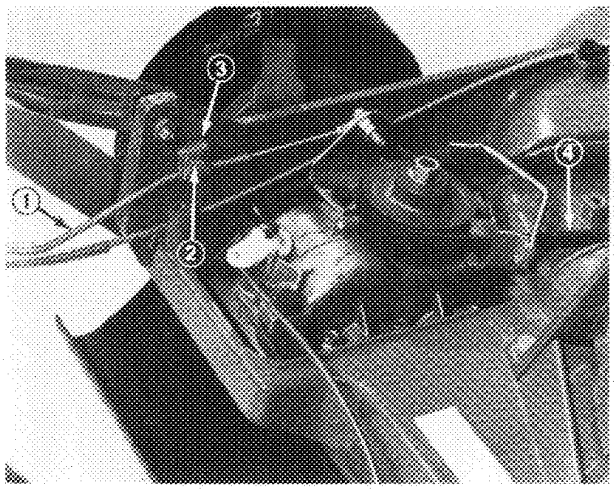

Figure 34
4. Loosen capscrew and cable clamp securing traction cable to mower housing (Fig. 34).